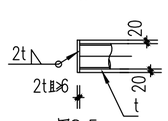

图8.5
5.钢管加封板焊丁字板时,封板均取2倍钢管壁厚且不小于6mm厚。焊缝及构造要求见图8.5。